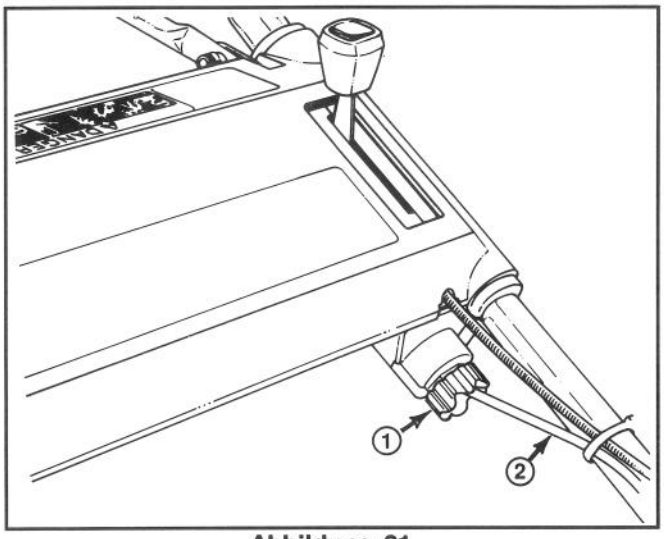

**Abbildung 21**
**2.** Den Einstellknopf links unten vom Steuerkasten um eine halbe Umdrehung im Uhrzeigersinn drehen (Abb. 21), um den Antriebsriemen zu spannen, oder um eine halbe Umdrehung gegen den Uhrzeigersinn, um ihn zu lockern. Dabei sollten Sie das Kabel halten, damit es sich nicht mitdrehen kann.